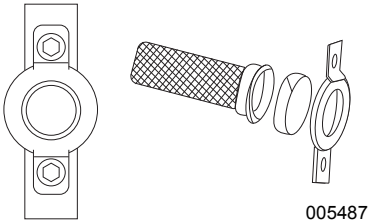

*Figure 4-6. Spark Arrestor Screen*
1. See *Figure 4-6*. Remove the clamp to remove retainer.